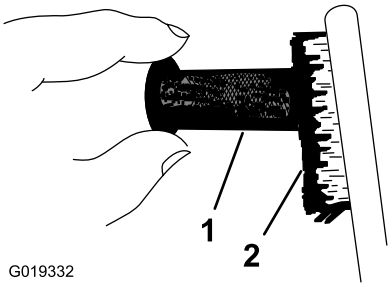

Figure 59
6. Avec une brosse, décalaminez la grille du pare-étincelles avec précaution (Figure 59).